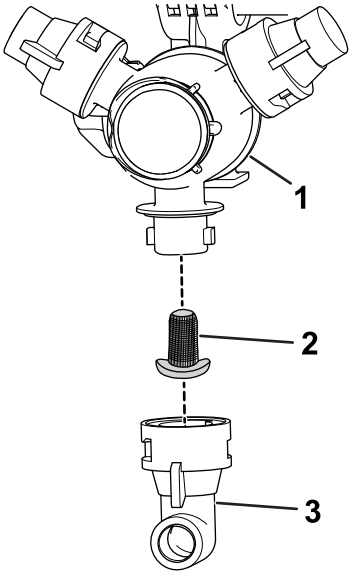

Figur 61
2. Ta bort munstycket från spruttornet (Figur 61).
3. Ta bort det gamla munstycksfiltret (Figur 61).
4. Montera det nya munstycksfiltret (Figur 61).
5. Montera munstycket på spruttornet (Figur 61).